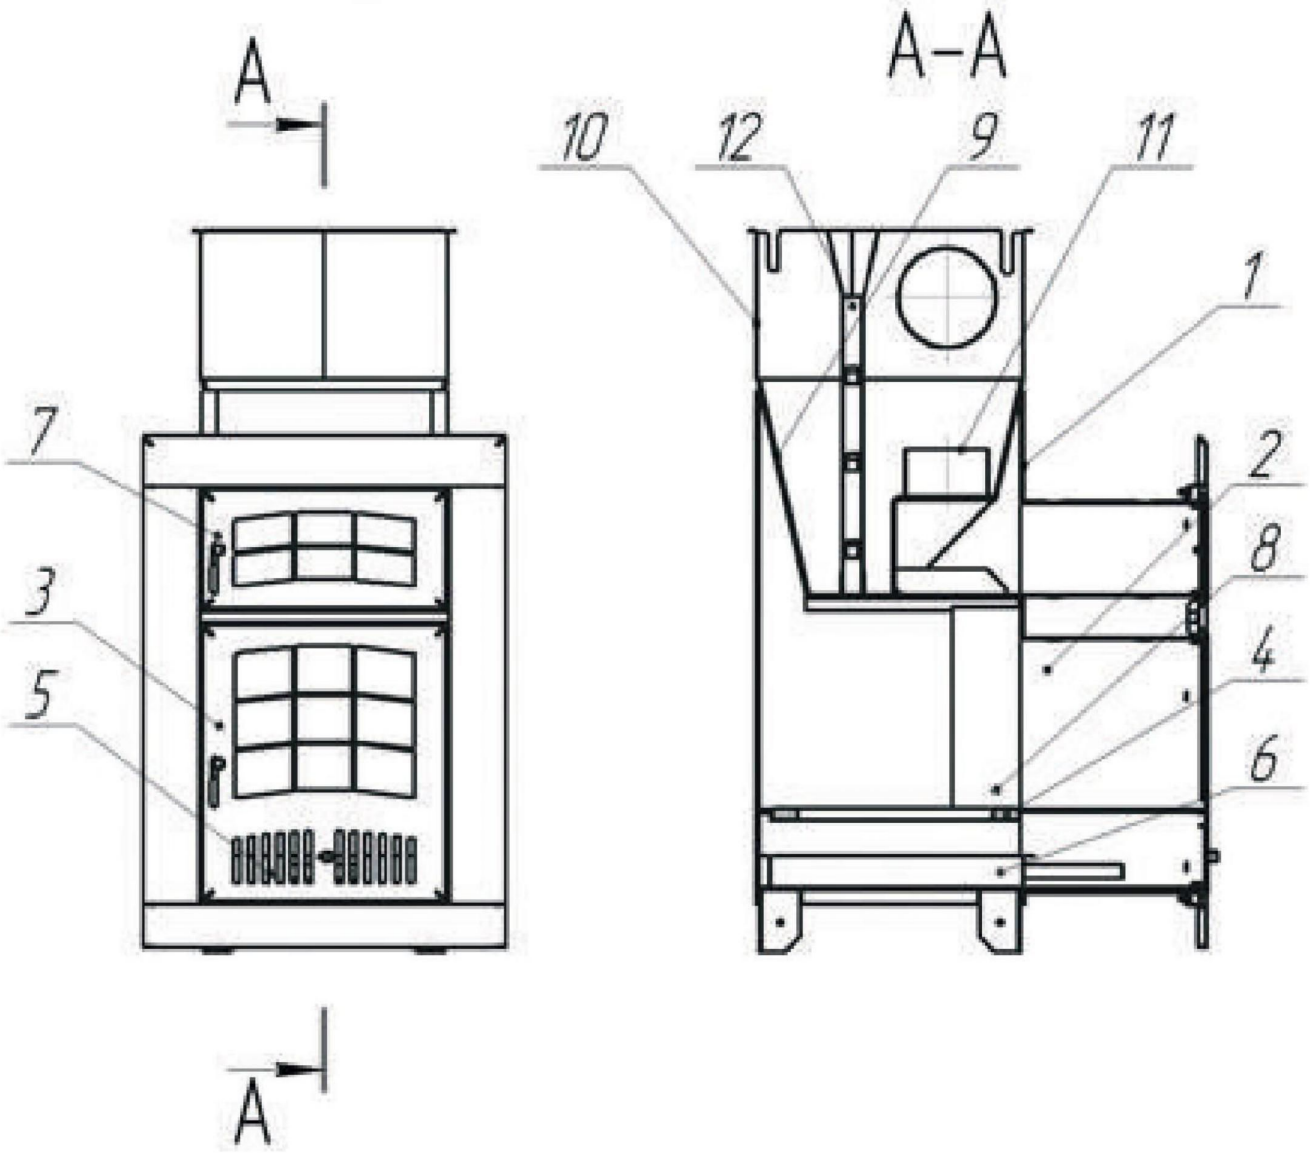

Рис. 6 Устройство печи «Чародейка» без декоративно-защитного ограждения
1.4.3 Источником тепла в печах модельного ряда Чародейка является топочный агрегат, выполненный из жаростойкой нержавеющей стали толщиной 4 мм. поз.1 рис.6. К топочному агрегату пристыкован комбинированный топочный тоннель поз.2 рис.6, разделенный на два отсека, снабженными индивидуальными дверями с жаростойкими стеклами поз.3,7 рис.6.
Через нижний отсек осуществляется закладка топлива в печь и подача воздуха для горения топлива к колосниковой решетке поз.4 рис.6. Дверь отсека имеет отверстия для притока воздуха и оснащена регулятором расхода воздуха поз.5 рис.6. Твердые продукты сгорания топлива (зола) собираются в зольном ящике поз.6 рис.6.
Внутри топочного агрегата размешены воздуховоды поз.8 рис.6, через которые в верхнюю часть топочного агрегата подается дополнительный воздух для оптимизации процесса горения топлива.
В верхней части топочного агрегата размещена емкость для камней поз.9 рис.6.
При исполнении печи в варианте Русский Пар на емкость для камней дополнительно устанавливается короб поз.10 рис.6. и паровая пушка поз.12 рис.6.
Отвод дымовых газов осуществляется через дымоотводящий патрубок поз.11 рис.6.